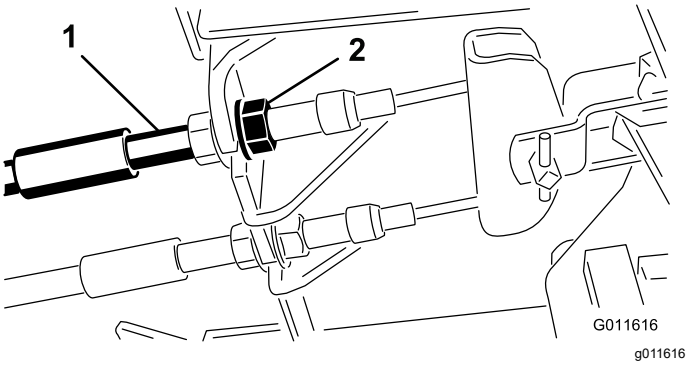

Rysunek 64
1. Aby zmniejszyć skok jałowy pedału hamulca, należy naciągnąć hamulce, poluzowując przednią nakrętkę gwintowanej końcówki przewodu hamulcowego (Rysunek 64).